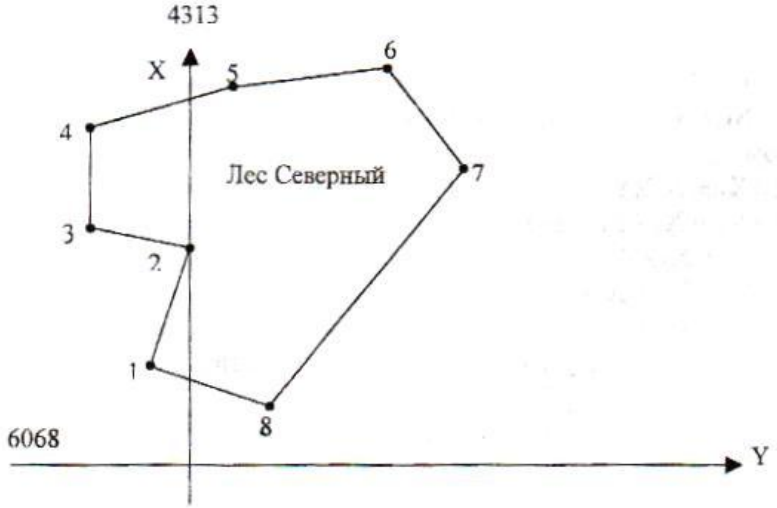

Рис. 2
1) По карте масштаба 1:10000 определяем координаты X, Y точек 1, 2, 3, 4, 5, 6, 7, 8 (рис. 2) и записываем их в соответствующие графы (2, 3) таблицы 1.